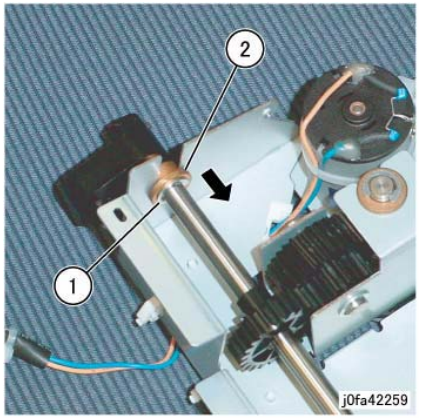

Figure 8 Moving the Bearing
13. Move the Bearing (Figure 8):